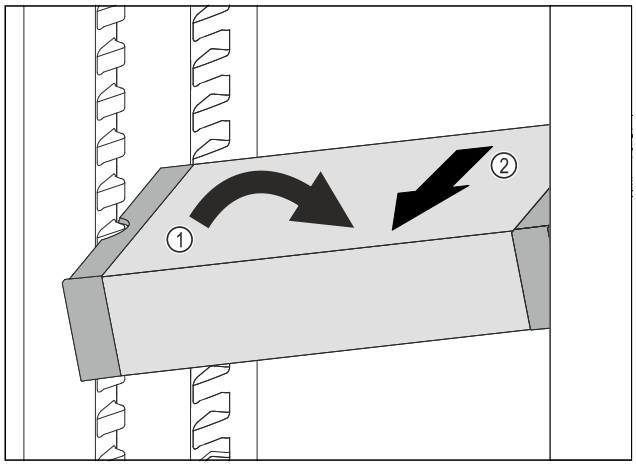

Fig. 179
▶ Incliner le VarioSafe dans la partie réfrigérateur. *Fig. 179 (1)*
▶ Sortir le tiroir VarioSafe par l'avant. *Fig. 179 (2)*